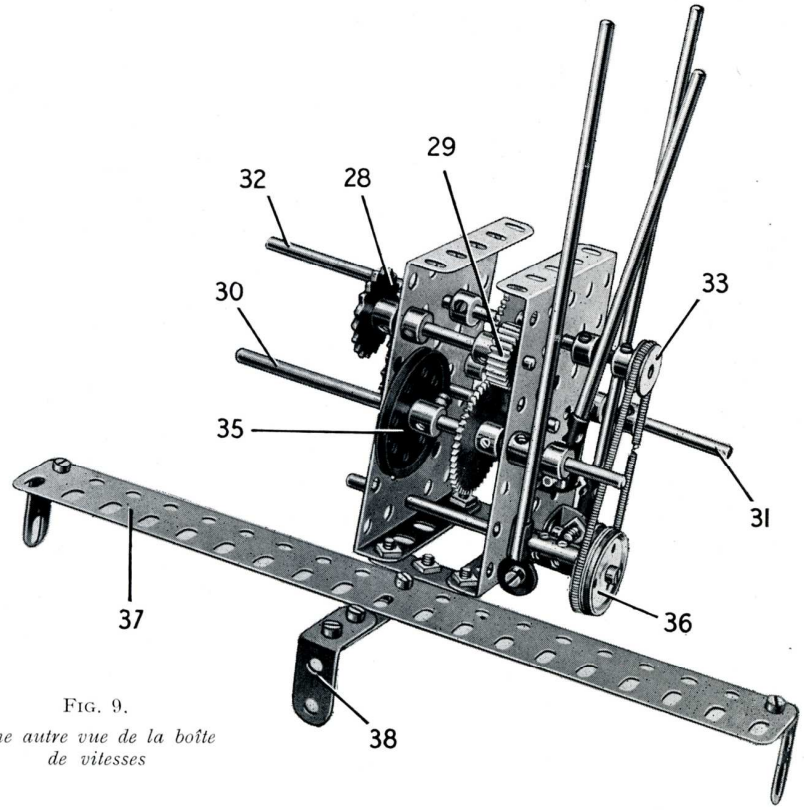

FIG. 9.
Le rouleau d'entraînement de la courroie du transporteur est formé par deux roues à boudin de 28 mm. coincées aux extrémités d'un cylindre autour duquel se trouvent deux courroies de transmission de 65 mm. Le rouleau est fixé sur une tringle de 10 cm. qui passe dans deux bandes de 4 trous (48) (fig. 10) qui sont fixées par des équerres sur la bande (15) et sur la bande (16). Une poulie de 25 mm. placée sur la tringle est réunie par une corde élastique à la poulie extérieure (36) (fig. 9). Le rouleau libre est également constitué par un cylindre et par deux roues à boudin de 28 mm., et il est fixé sur une tringle de 10 cm. qui passe dans les cornières (5) (fig. 2). La courroie du transporteur sera fabriquée soit avec du tissu ou du papier fort passé sur les rouleaux.